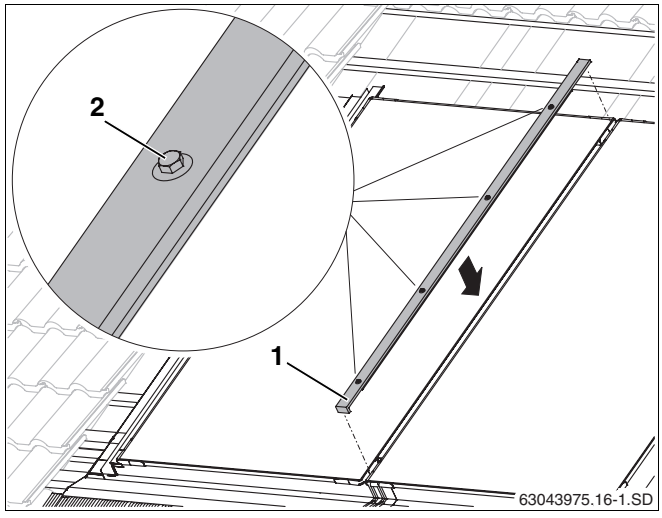

Abb. 50 Mittlere Abdeckleiste
- Abdeckleiste (Abb. 50, **Pos. 1**) mit der Abkantung nach unten zeigend in den Zwischenraum zweier Kollektoren eindrücken und mittig ausrichten.
- Schrauben (Abb. 50, **Pos. 2**) von unten beginnend mit Schlüssel SW 8 von Hand anziehen.